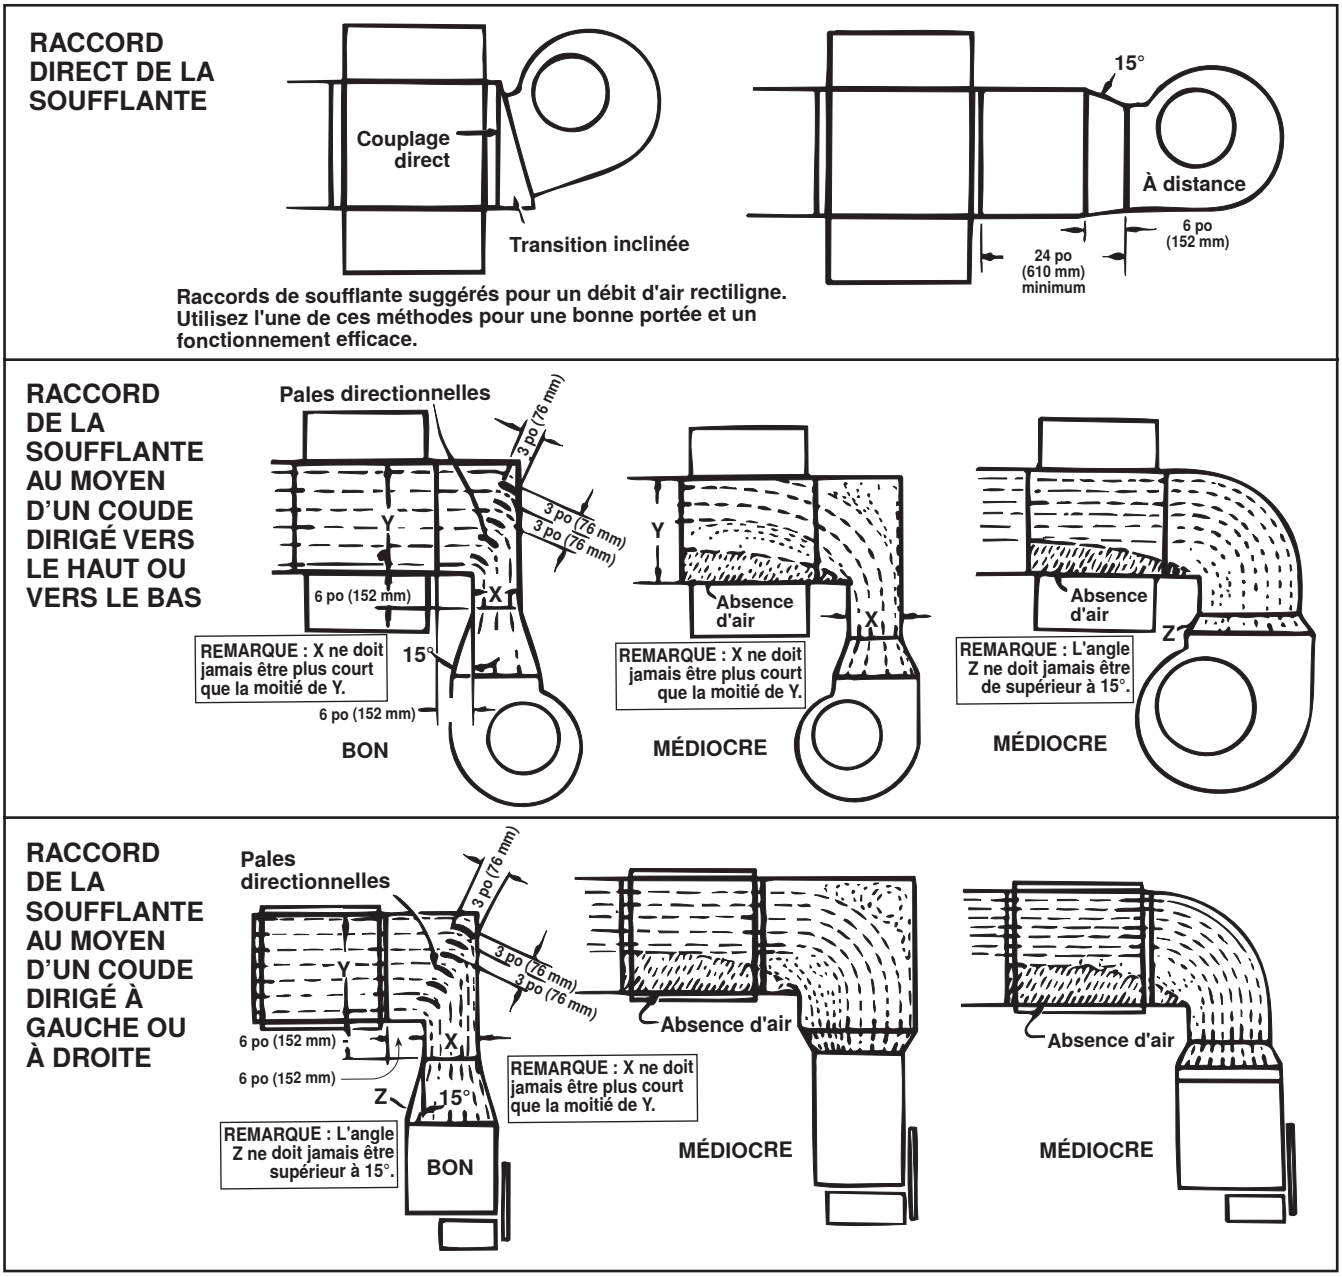

**Figure 11. Raccords de la soufflante à la chaufferette de conduit**
- Les dispositions appropriées du souffleur et du conduit de la fournaise en ce qui a trait à l'angle d'approche du branchement du conduit et à la disposition de l'ouverture de décharge du souffleur sont montrées dans la **Figure 11**.
**Les angles d'approche abrupts semblables à ceux dans la Figure 11 peuvent écourter la durée de vie de l'unité. Assurez-vous qu'un débit d'air suffisant est dirigé vers la base de la section de tuyau en utilisant des pales directionnelles comme il est indiqué.**